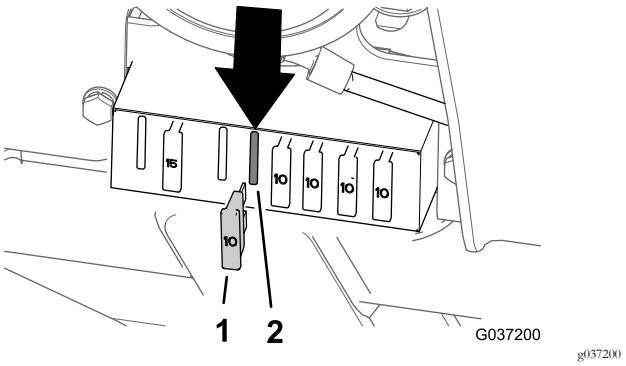

Figur 37
- Modell 30651 – fjerde sikringsposisjon fra venstre (Figur 37)